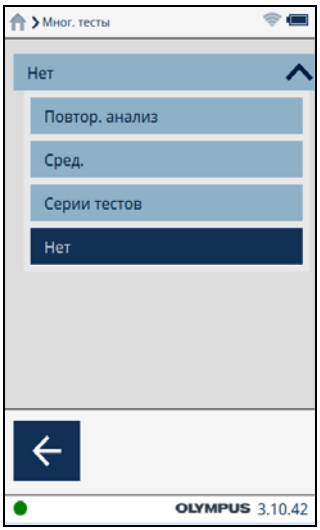

Рис. 2-3 Выбор опции Повторить анализ
2. Если выделена строка **Нет**, коснитесь для отображения опции **Повтор. анализ** (см. Рис. 2-3 на стр. 20).